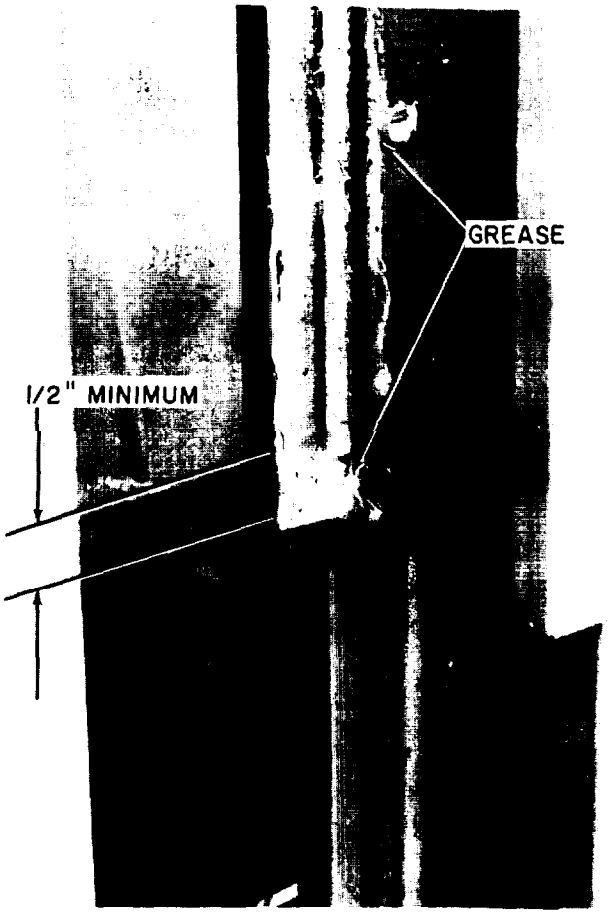

Figure 4-81. Carriage Roller Travel Check
c. Smear grease on the inner-slide channel as shown in figure 4-81.